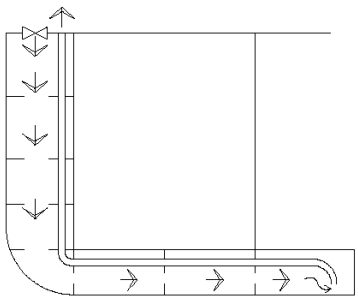

Figure 2 Gas freeing by means of portable fan and purge pipe
3. Same arrangement as 2. above, however, extraction from bottom through purge pipe and fresh air supply from deck (see Fig. 2);